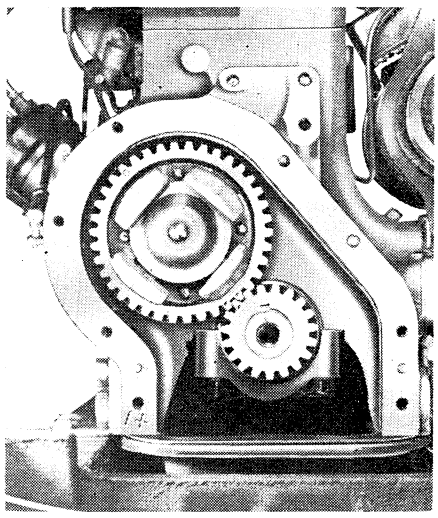
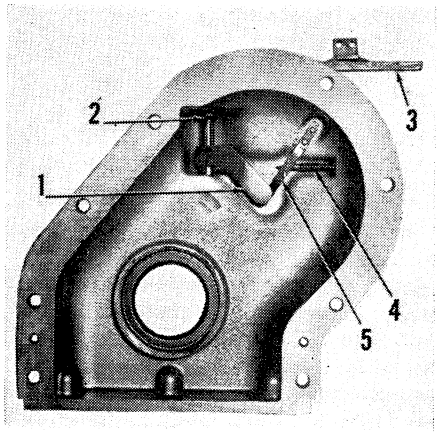

*Fig. MH13—Pony timing gears, showing position of governor weights and carrier, attached to camshaft gear.*
*Fig. MH14—Pony governor lever shaft assembly in timing gear cover.*
33. **LINKAGE ADJUSTMENT.** To check or set all linkage, first adjust carburetor-to-governor rod (R) so that there is $\frac{1}{32}$ inch clearance between throttle lever and its wide open stop at (G) when governor lever is in wide open position. Turn bumper screw (D) out so it is inoperative. Check to see that all linkage operates freely; then start engine and warm to operating temperature; then adjust as outlined in preceding paragraph.
34. **OVERHAUL GOVERNOR.** To remove governor, first remove timing gear cover as outlined under TIMING GEAR COVER section. Fig. MH13 shows position of weights and carrier, plunger and shaft in the camshaft gear. Fig. MH14 shows governor lever shaft and bumper spring and screw in timing gear cover. Inspect weights and pins for wear; also check weights for amount of wear on their plunger-contacting surface. Inspect plunger for wear on its shaft and also on weight-contacting surface of its cup. If lever shaft bearing in timing gear cover is worn, remove the rivet which attaches arm (1—Fig MH14) to lever shaft, take out cotter pin (2) and pull lever shaft from cover. Note that a steel ball is located in lower bore of cover; bottom of lever shaft rests on this ball. The worn bearing may be driven out of upper bore in cover and renewed. Renew the felt seal also. If bumper spring (5—Fig. MH14) is loose in cover, rerivet it in place.